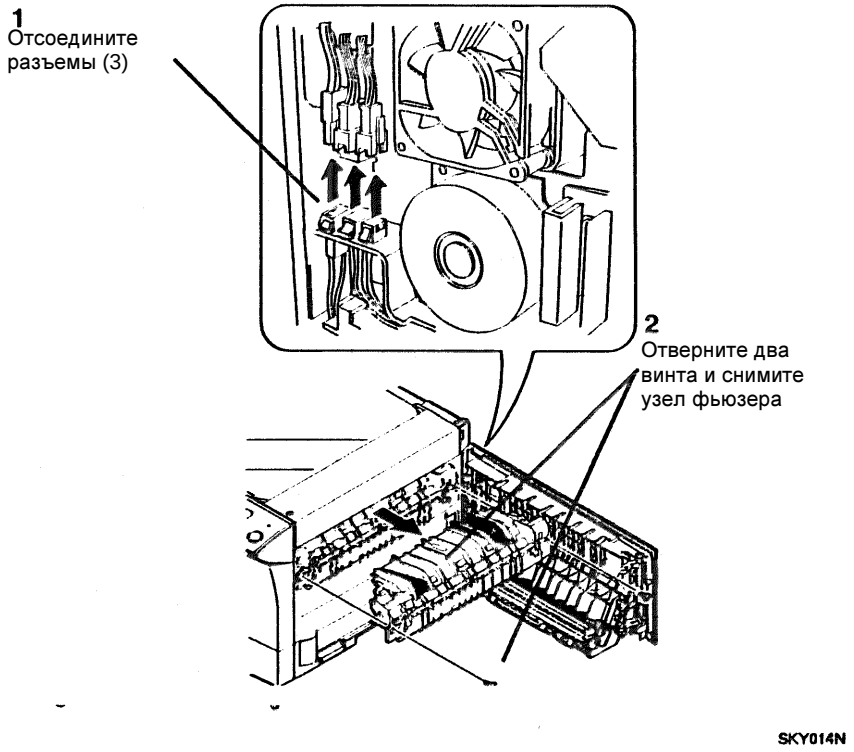

Рисунок 1. Снятие узла фьюзера
4. (Рисунок 1): Снимите узел фьюзера.